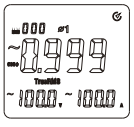

rys. 10-1
1) Naciśnij przycisk MENU, aby wybrać zakres "współczynnik mocy (cos)+ napięcie (V) + prąd (A)";
4) W celu dokonania pomiaru współczynnika mocy fazypierwszej, wybierz przyciskiem SELECT fazę ϕ1 (patrz rys. 10-1).